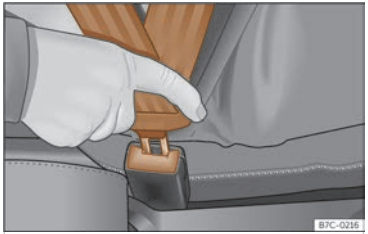

Fig. 22 Insérer le pêne de la ceinture de sécurité dans son boîtier de verrouillage.
- Le pêne doit être inséré dans le boîtier de verrouillage du siège lui correspondant ››› **fig. 22**.